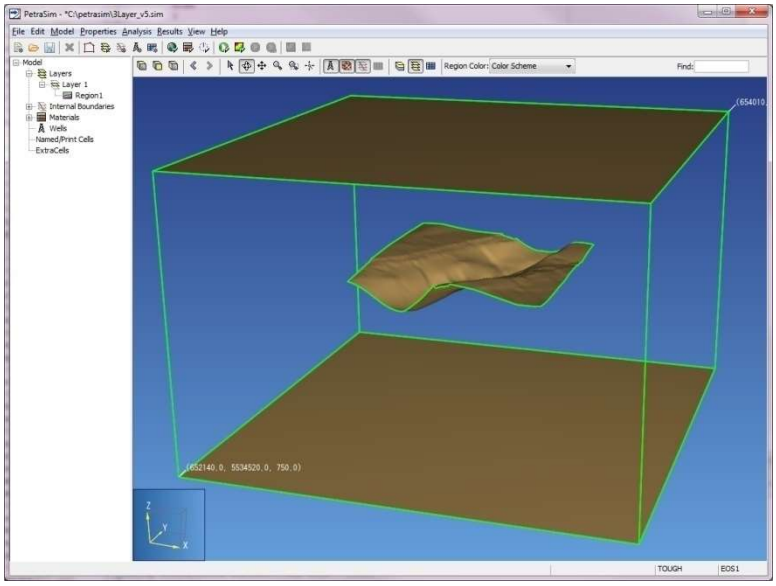

**Figure 6-17: Example of floating internal boundary**
*NOTE:* Internal boundaries from input files are not automatically extended to the model boundary as layer divisions are. This means that the internal boundary will only split off new regions if it touches or intersects all surrounding geometry. If it does not, it will be added to the model as a geometric surface floating in the middle of the model as shown in Figure 6-17.